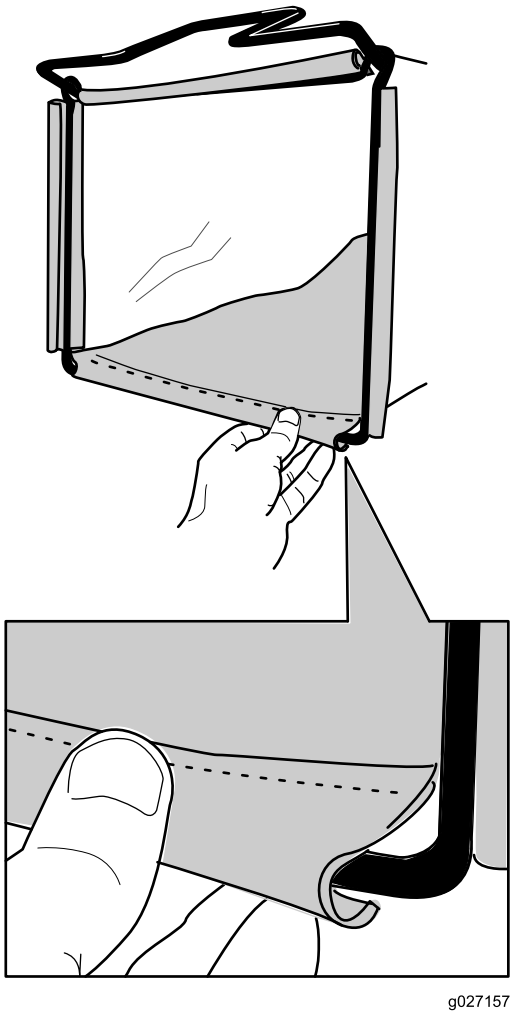

Figur 12
2. Sæt posens nederste kanal fast på bunden af stellet (Figur 12).
3. Sæt posens top- og sidekanaler på hhv. toppen og siderne af stellet (Figur 12).